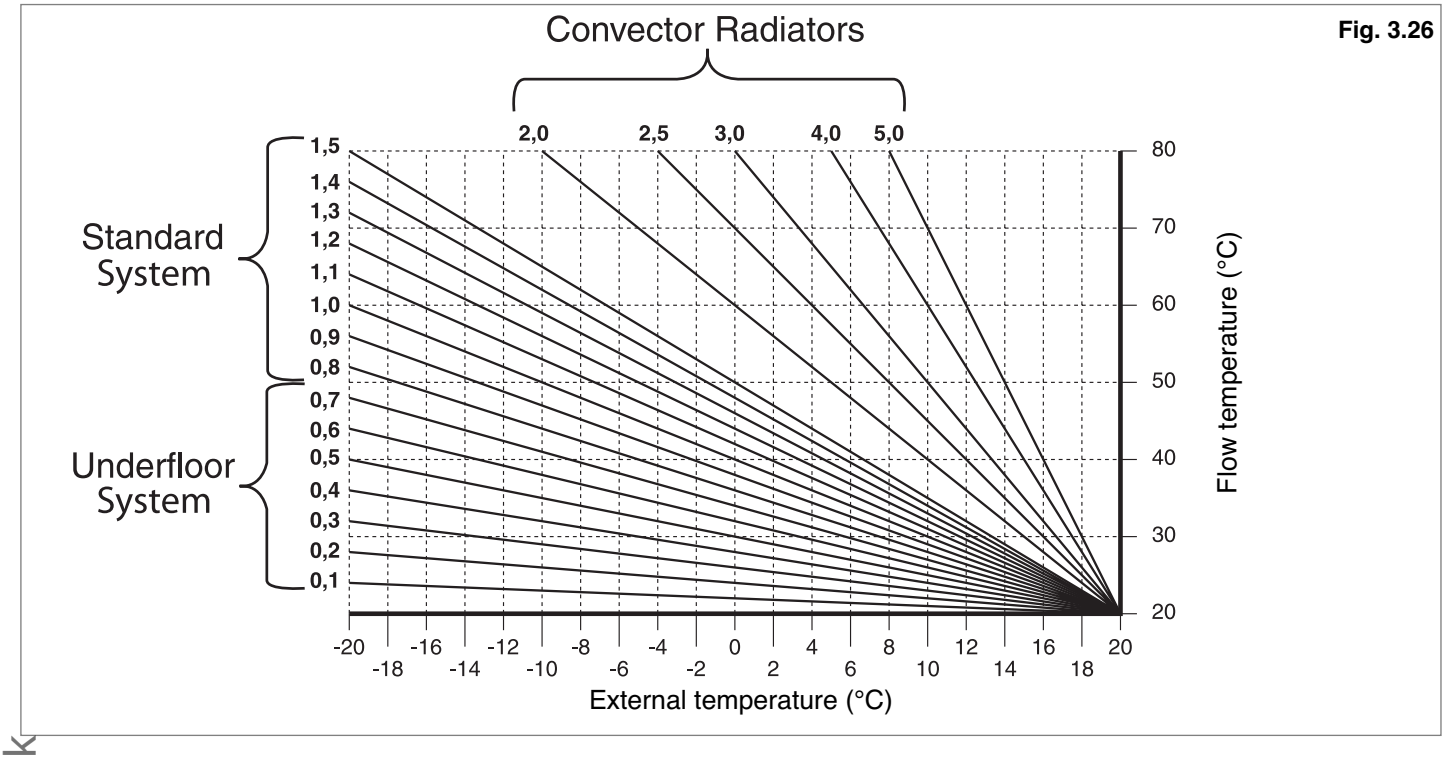

Fig. 3.26
3. Choose the curve required for the system from Fig. 3.26 and select by pressing the + and − buttons.
With parameter P5 it is necessary to adjust the heat curve to one of those shown in Fig. 3.26. By using the programming keys ⊕ and ⊖, the curve may be changed to select the required curve for the system.